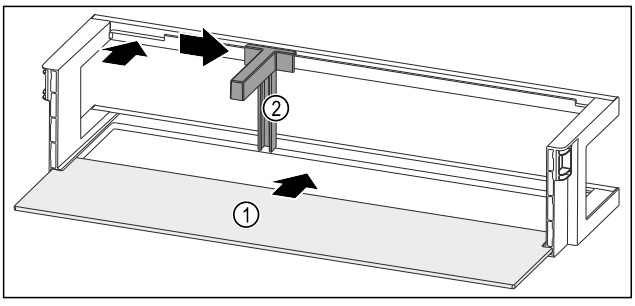

Fig. 243 Raft montat pe ușă cu raft
- ▶ Împingeți în interior raftul *Fig. 243 (1)* în degajările laterale.
- ▶ Introduceți suportul pentru sticle *Fig. 243 (2)* în degajare.
- ▶ Împingeți în lateral suportul pentru sticle *Fig. 243 (2)* în poziția dorită.